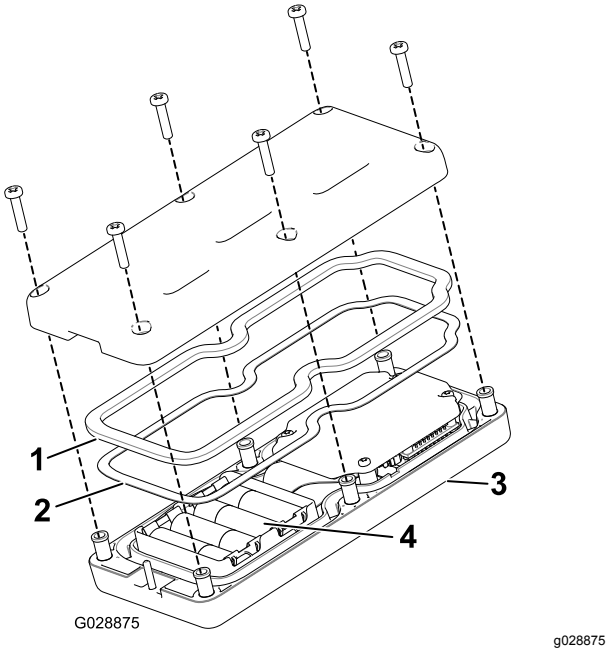

Figur 13
2. Koble hvert batteri til korrekt pol. (Hvis batteriene monteres feil, vil ikke enheten bli ødelagt, men den vil ikke fungere.) Batterirommet har merker for polaritet for hver pol (Figur 13).
3. Kontroller at stålpakningen og gummitetningen er plassert i kanalen på fjernkontrollen og sett på bakdekslet igjen (Figur 13).
4. Fest dekselet med seks skruer (Figur 13) og stram til med et moment på 1,5 til 1,7 Nm.